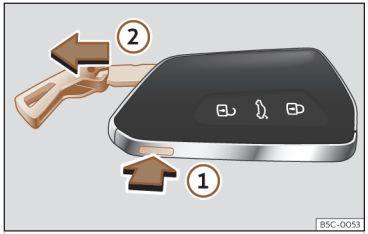

Abb. 65 Fahrzeugschlüssel: Schlüsselbart herausziehen.
- Drücken Sie die Taste ››› **(Abb. 65)** ①, um die Öse als Schlüsselband freizugeben und den Schlüsselbart herauszuziehen ②. Durch leichten Druck auf die Öse wird diese als Schlüsselband freigegeben.
- Zum Entriegeln drücken Sie die Taste ››› **(Abb. 65)** ①. Halten Sie die Taste ① gedrückt und ziehen Sie gleichzeitig die Öse in Pfeilrichtung ››› **(Abb. 65)** ②, um den Schlüsselbart vollständig herauszuziehen.